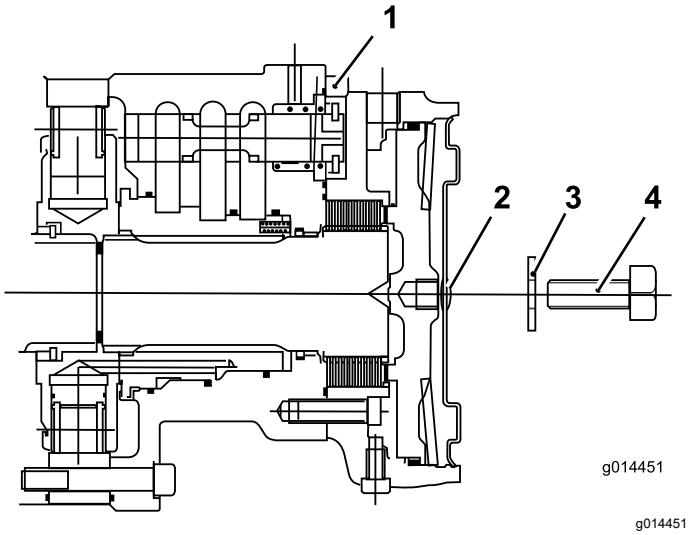

**Figur 42**
6. Sæt en bolt (12 x 40 mm) og en spændeskive (12 mm) i hullet i midten af motorens endeplade (Figur 42).
7. Tilspænd bolten i bremsestemplets gevindskårne hul, indtil bremsen frigøres (Figur 42).